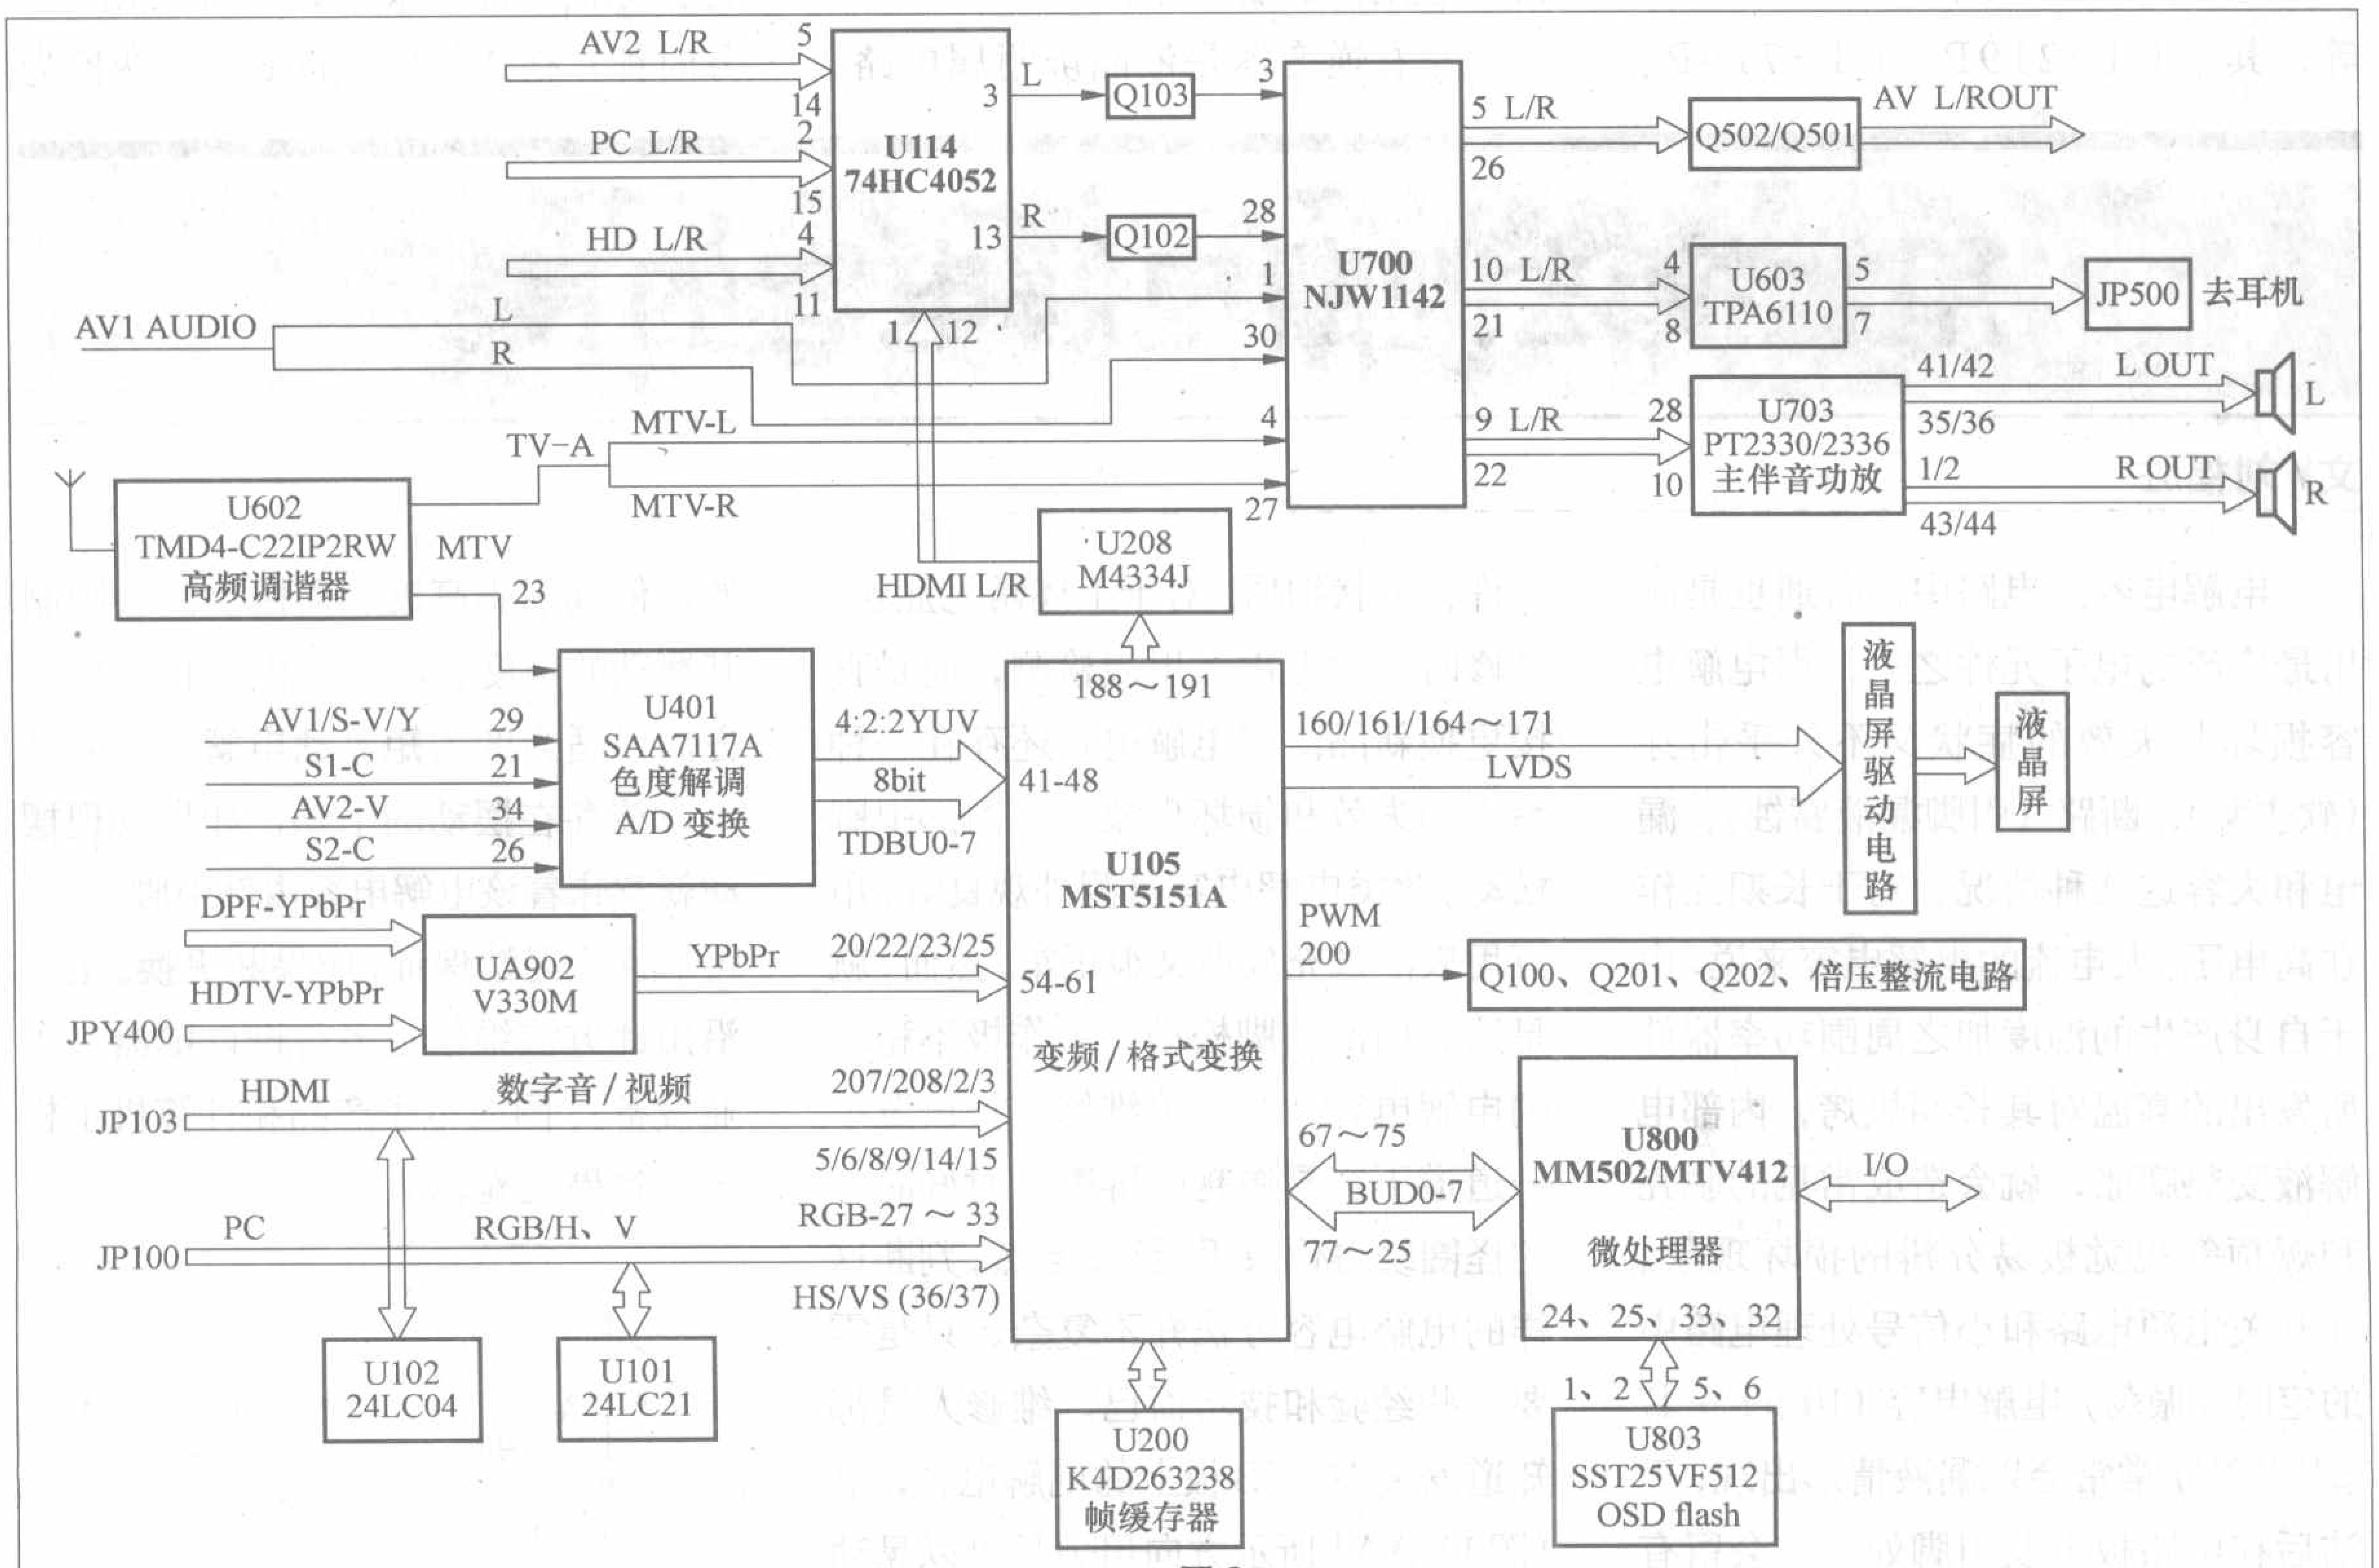

图 2
电解电容是电路中最普通也是应用最广泛的电子元件之一，而电解电容损坏与失效的症状又不外乎击穿(软击穿)、断路（引脚漏液腐蚀)、漏电和失容这几种情况。对于长期工作在高电压、大电流的电解电容来说，由于自身产生的温度加之周围功率器件所发出的高温对其长期烘烤，内部电解液受热膨胀，就会造成常见的脱壳和爆顶等视觉极易分辨的损坏现象。在开关电源电路和小信号处理电路中的定时（振荡）电解电容（10μF～47μF/50V）常常会以漏液情形出现，干沽后在电路板上及引脚处往往会留有少许粉末状物质。对于上述常见症状，维修时一般无需万用表检测，而是直接更换新品。但电解电容还存在一种另类的失效和损坏现象——内部引脚松动。此类电解电容目测外观良好，用万用表测试充放电又很正常，然而，就是这类内部引脚松动、工作极不稳定的电解电容，往往给维修人员设置了一道道不容易逾越的屏障，时好时坏的怪圈绕得你束手无策。当然，判断这样的电解电容方法并不复杂，只是需要一些经验和技巧而已。维修人员都知道安装在PCB板上的电解电容，沿(图1) AA' 所示方向用力是可以晃动的，但其引脚高度和周围空间会限制其摆动的角度。若沿（图2）BB' 所示方向以适当的力矩晃动电解电容时就不应该存在摆动的手感，如果发现摆动就意味着该电解电容内部引脚松脱，可靠性亦无法保证，应果断更换。笔者沿用此方法维修过多台进口电器（工业设备)、国内电子产品和计算机主板等，效果灵验。
主板组件是液晶电视中信号处理的核心部分，它完成各种信号的处理及控制，主要集成电路在主板组件上的具体分布位置如图2所示，各集成电路完成的功能如下：（1）U703－PT2330/PT2336，主伴音功放，完成左右两个声道音频信号的功率放大，推动电视机左右扬声器还原声音。(2) U603－TPA6110，耳机功放，完成耳机音频信号的放大，推动耳机还原声音。(3) U200－K4D263238，动态帧存储器，与主芯片MST5151A共同完成信号的变频。（4）U105－MST5151A，格式变换，与K4D263238共同完成信号的变频及格式变换，输出液晶屏驱动电路需要的LVDS（低压差分时钟）格式的信号。(5) U801